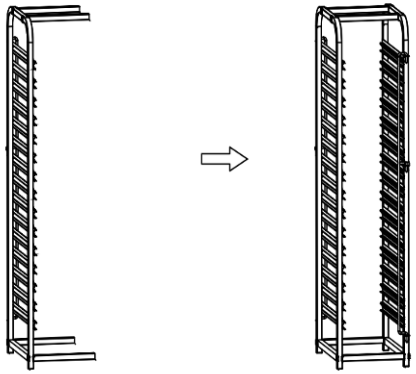

Afb. 1
1. Monteer eerst de 4 dwarsverbindingen boven- en onderaan aan een van de zijkanten van de afruimwagen (**Afb. 1**).